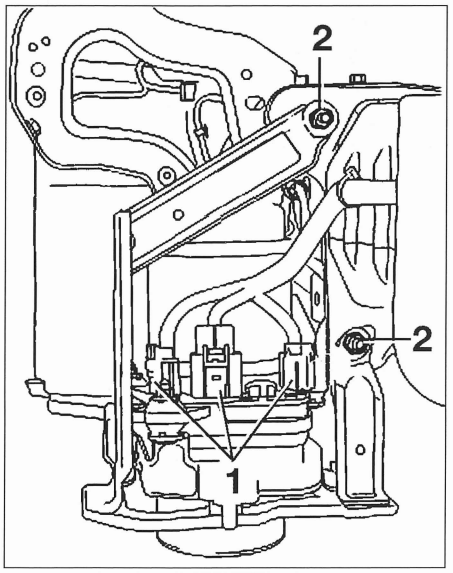
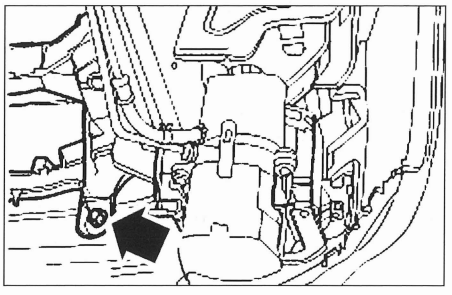

FIG. 10
FIG. 11
• Sacar los conectores de bomba de dirección asistida (1) **(fig. 10)**.
• Separar el soporte de fijación de bomba de dirección asistida de la armadura de parachoques (2).
- el refuerzo del panel de apertura de calandra de la armadura de parachoques de los dos lados (lado derecho ilustrado) **(fig. 11)**.